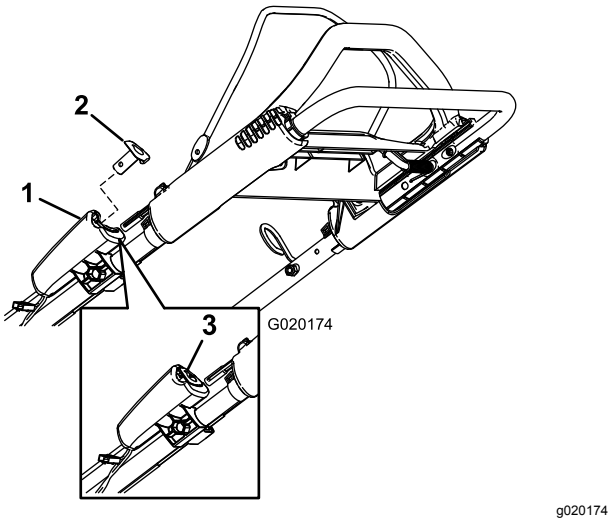

Figur 16
2. Tryk på den elektriske startknap, indtil motoren starter (Figur 16).
Bemærk: Hvis den elektriske startknap er taget ud, skal den sættes i den elektriske starter. Se Figur 16.